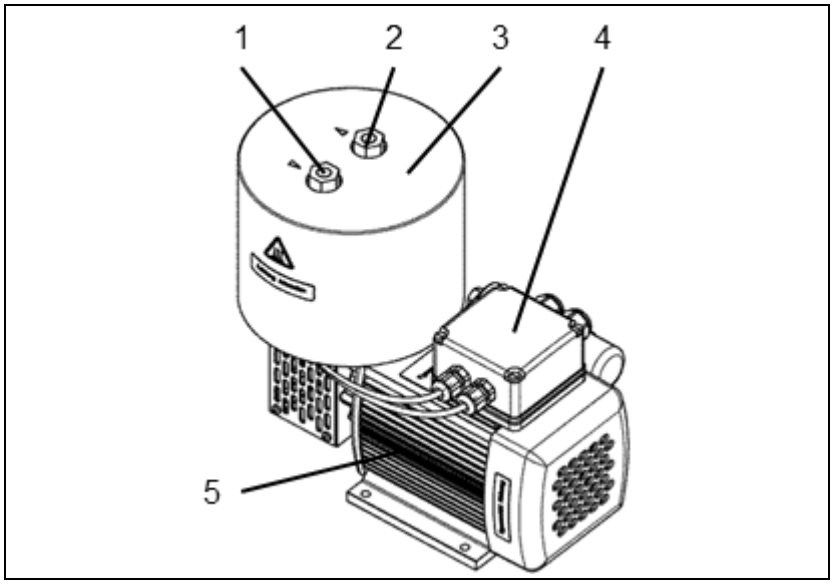

Abb. 2: N 024 ST.11 E
2. Klemmkastendeckel des Motors (siehe Abb. 2, Position 4) abnehmen; dazu die vier Schrauben lösen.